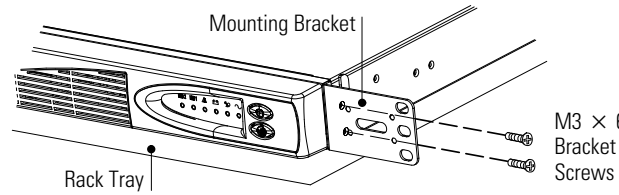

**Figure 11. Rack Tray and Mounting Bracket for a 23" Rack**
2. On each side of the UPS, attach the short end of a mounting bracket to the UPS using two of the M3 × 6 screws (see Figure 11).